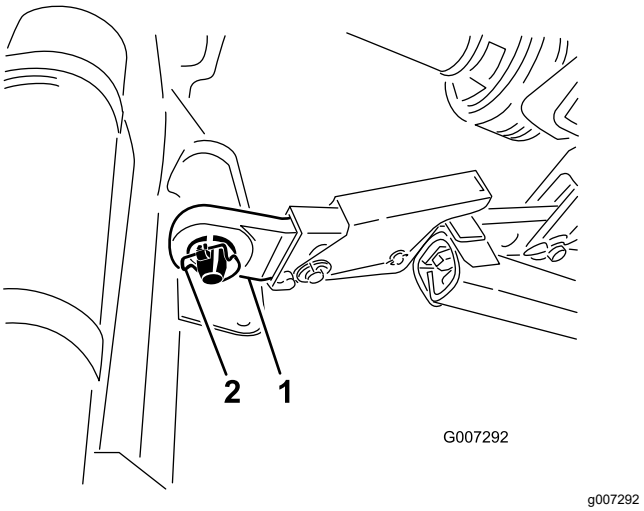

**Figuur 6**
5. Breng de linker en rechter onderste verbindingsarm aan op de koppelpennen (Figuur 6).
6. Bevestig de onderste verbindingsarmen met de borgpennen aan de koppelpennen (Figuur 6).